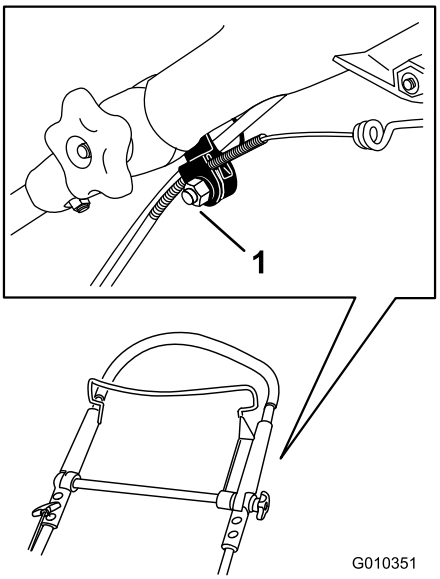

Figuur 43
1. Draai de moer op de kabelbevestiging los (Figuur 43).